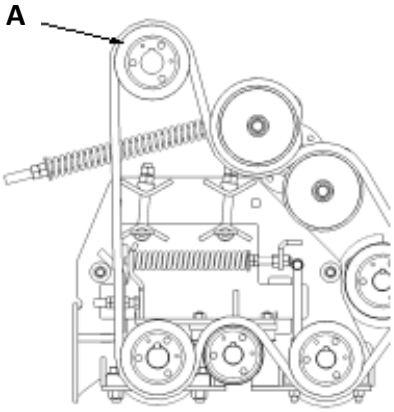

Figure 7-26: Front Grabroll Speed Adjustment
4. Remove the sheave (A), shown in Figures 7-26 and 7-27, by first removing sheave bolts.